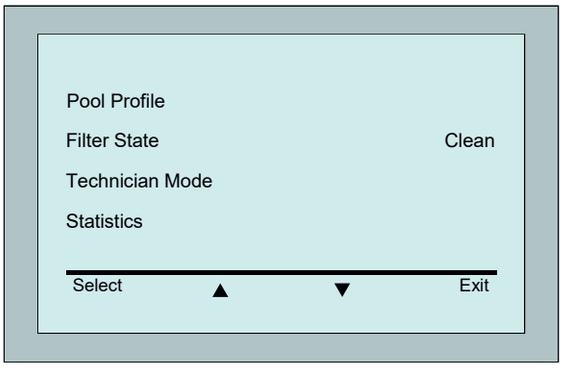

Rysunek 2. Ekran menu głównego (ekran 1)
2. Naciśnij przycisk **Menu**, aby przejść do menu głównego (Rysunek 2).